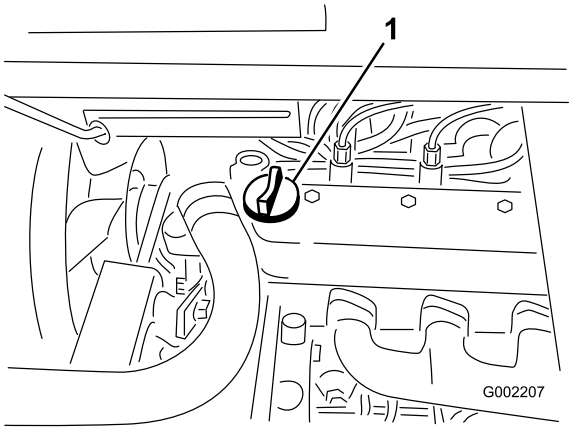

Figuur 38
3. Als het oliepeil te laag is, moet u de vuldop losmaken van het klepdeksel (Figuur 38) en voldoende olie bijvullen totdat het peil de Vol-markering op de peilstok bereikt; zie Motoroliepeil controleren, voor juiste type olie en viscositeit. Vul de olie langzaam bij en controleer daarbij veelvuldig het peil. Niet te vol vullen.